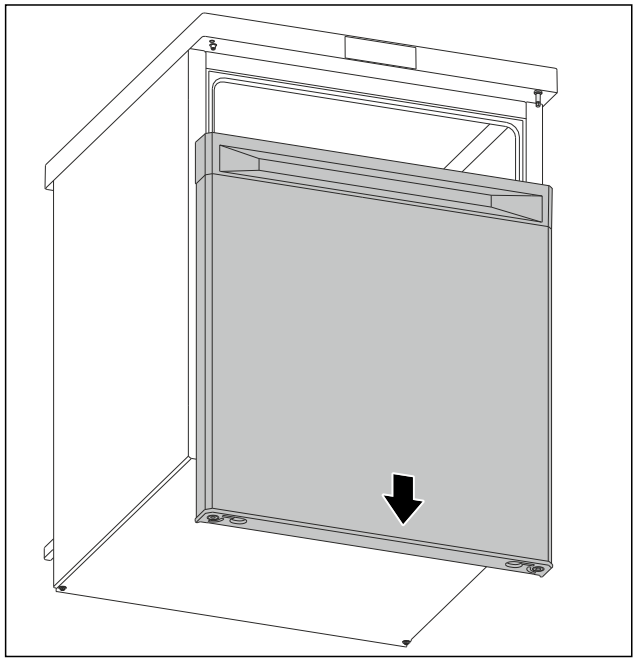

*Fig. 8*
- ▶ Detașați ușa în jos. (vezi Fig. 8)